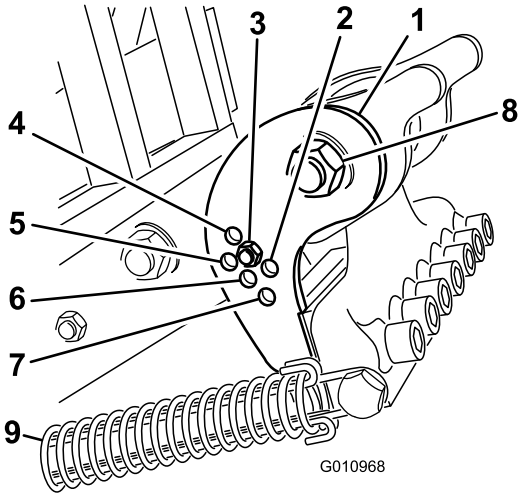

Figur 27
Velg stilling for skråstillingsbraketten (Figur 27) etter ønsket pipelengde. Stoppehodet er stilt inn til én av fem forhåndsbestemte stillinger, ved å velge det hullet der justeringsstangen er boltet gjennom. Disse hullene er kun forhåndsinnstilte. Dvs. at ved å bruke en 2,5 cm lang pipe i en stilling på 3,6 cm, kan du oppnå en jevnere overflate, avhengig av bruksområdet.
3. Løsne fjærspenningen ved pipehodet (Figur 27).
4. Fjern mutteren og bolten i justeringshullene i skråstillingsbraketten (Figur 27).
5. Løsne svingbolten for pipehodet (Figur 27).